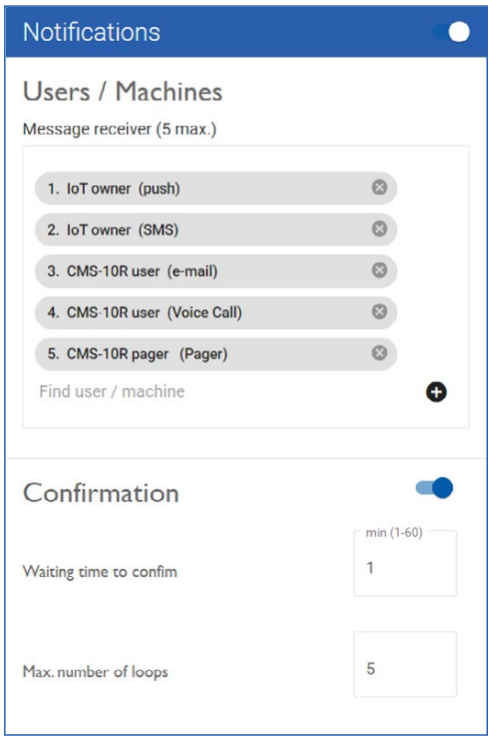

Figura 6.23: Configurazione del destinatario del messaggio.
3. Selezionare destinatari e canali con **(+)** e configurare la conferma (Figura 6.23).